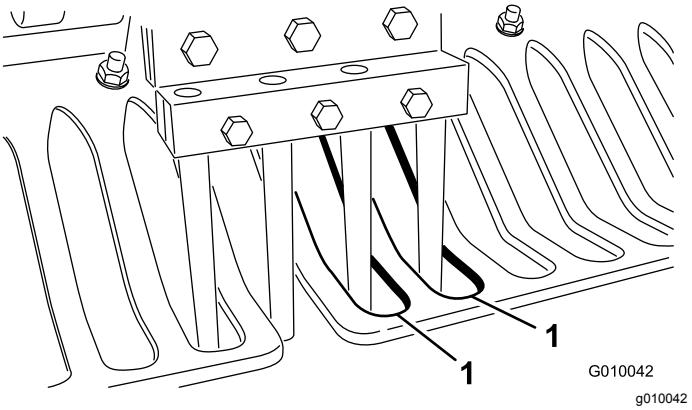

**Figur 27**
7. Kontrollera att luftarpinnarna hamnar i mitten av mellanrummen i gräsmatteskydden (Figur 27). Justera gräsmatteskydden efter behov och dra åt muttrarna.